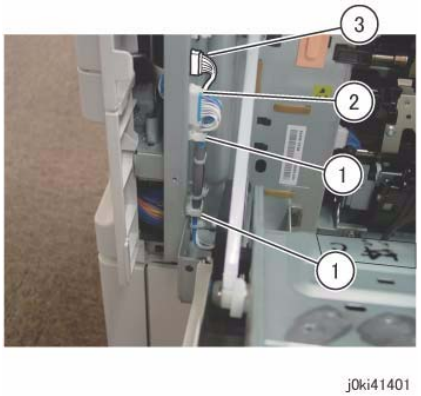

Figure 1 Disconnect the connectors
5. Disconnect the connector. (Figure 1)